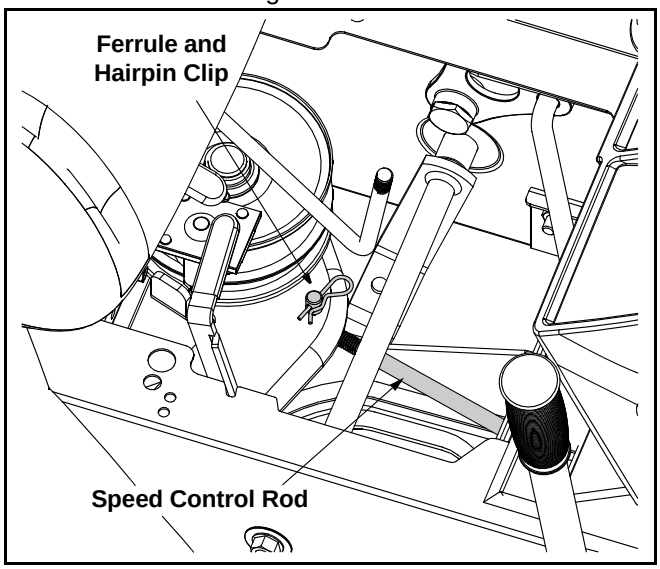

Figure 10
- Remove the shift cover panel and locate the speed control rod. See Figure 10.
- Remove the hairpin clip which secures the speed control rod's ferrule to the speed bracket. See Figure 10.